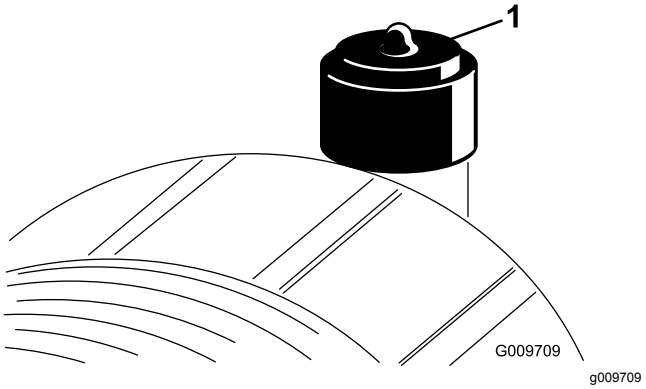

Figuur 76
Geef het luchtfilter uitsluitend een onderhoudsbeurt als de onderhoudsindicator (Figuur 76) dit aangeeft. Als u het luchtfilter vervangt voordat dit nodig is, wordt alleen maar de kans vergroot dat er vuil in de motor komt als u het filter verwijdert.
2. Stel de indicator (Figuur 76) opnieuw in als deze rood is.